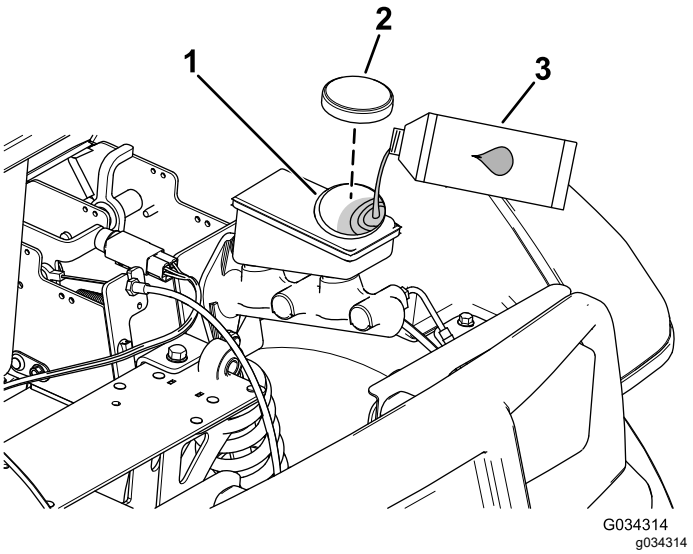

Figur 65
4. Lyft upp motorhuven så att du kommer åt huvudbromscylindern och behållaren (Figur 65).
A. Rengör området kring tanklocket och ta av locket (Figur 65).
C. Sätt tillbaka behållarens lock (Figur 65).